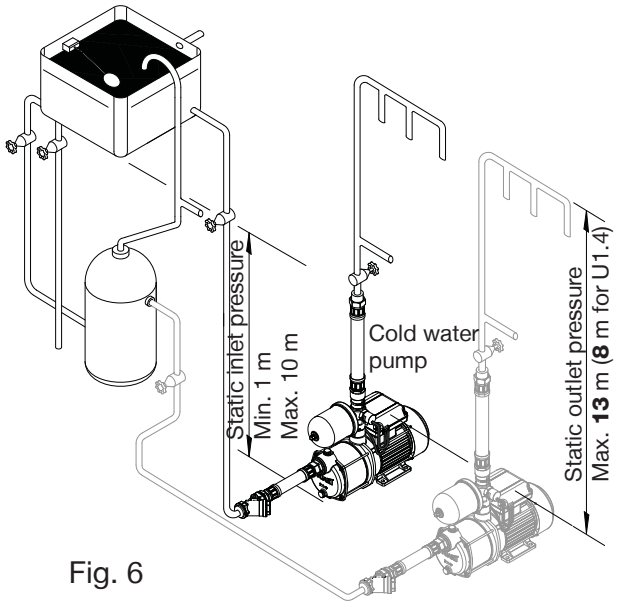

Fig. 6
2.16 **Static inlet pressure:** Before deciding where to locate the unit check to ensure the static inlet head between pump and cold water level (Figs. 6 & 7) is at least 1 metre and does not exceed the max inlet head of 8 metres for the U1.4 and 10 metres for other models.
2.19 **Static outlet pressure:** The static outlet head (Figs. 6 & 7) must also be within the maximum requirement of 8 metres for U1.4 and 13 metres for all other models.